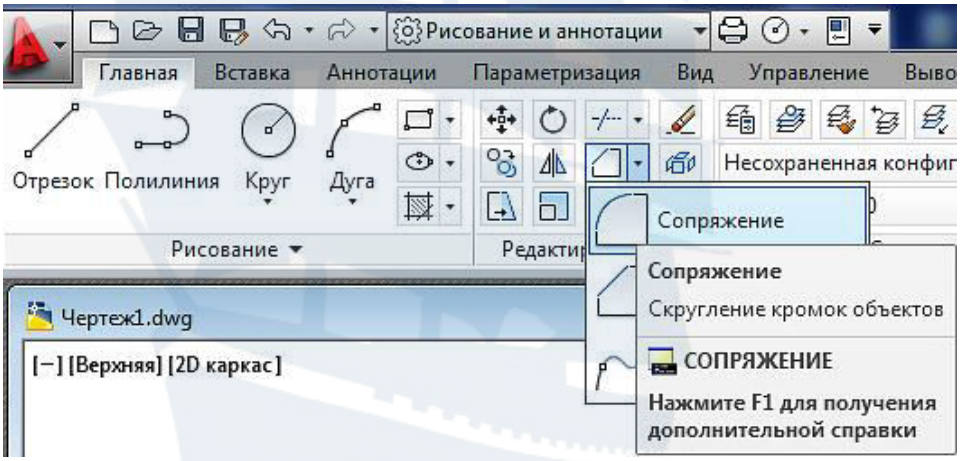

Рис. 92
– щелчком мыши по кнопке **Сопряжение** на панели инструментов **Редактирование** на вкладке **Главная** (рис. 92);